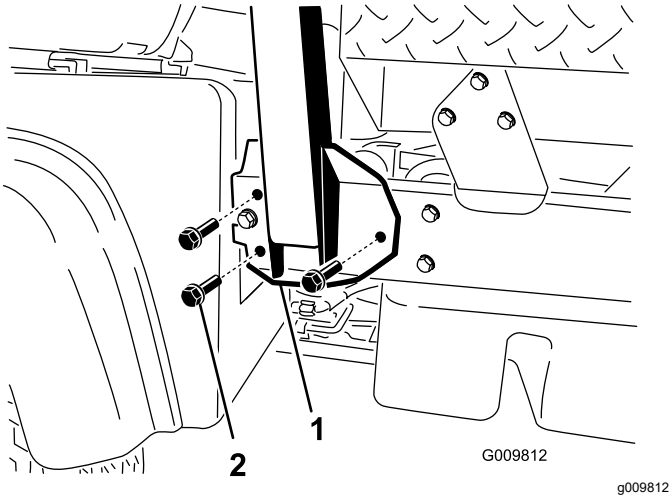

**Figura 3**
2. Alinee cada lado de la barra antivuelco con los taladros de montaje de cada lado del bastidor de la máquina (Figura 3).
3. Sujete el soporte de montaje de la barra antivuelco al bastidor de la máquina usando 3 pernos con arandela prensada (½" x 1¼") en cada lado (Figura 3).